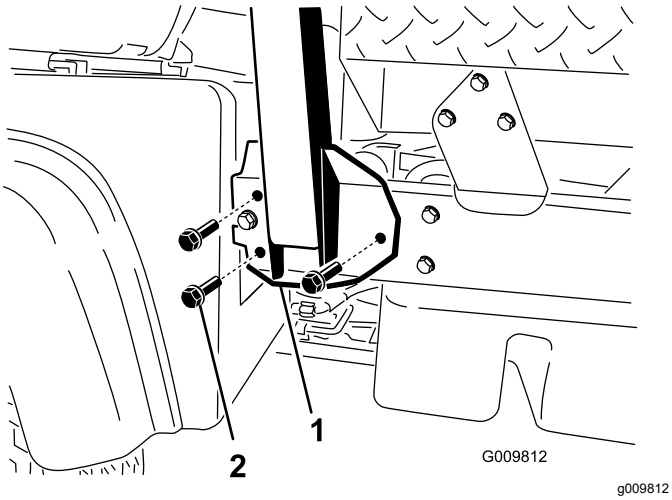

Figuur 4
2. Lijn de zijden van de rolbeugel uit met de montageopeningen aan weerszijde van het frame van de machine (Figuur 4).
3. Bevestig de montagebeugel van de rolbeugel op het frame van de machine; gebruik 3 flenskopbouten (½" x 1¼") aan beide kanten (Figuur 4).